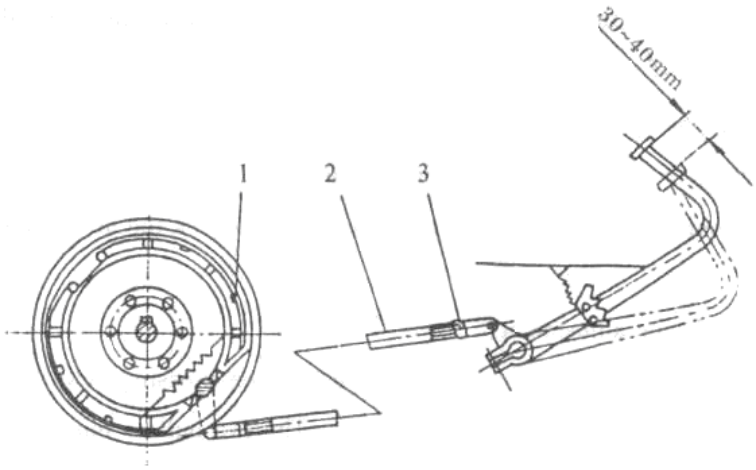

Рис. 3-13 Регулировка тормозов
(1) Отрегулируйте длину двух тормозных тяг (рис. 3-13), чтобы изменить свободный ход педали и одновременное торможение двух сторон. Уменьшение длины тормозных тяг уменьшит свободный ход и наоборот. Для регулировки необходимо ослабить стопорные гайки 3 и затянуть гайки после регулировки.